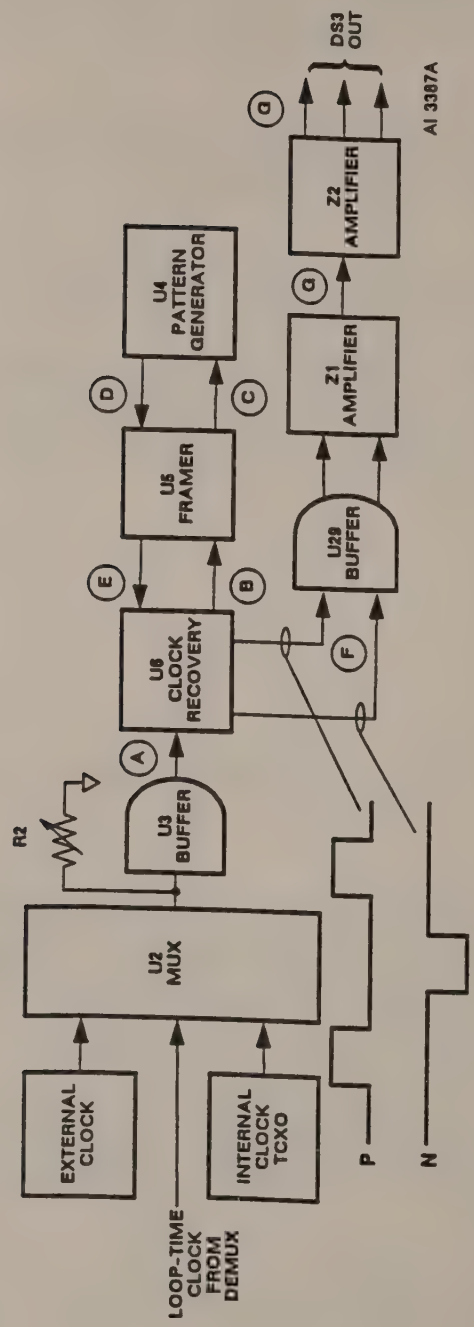
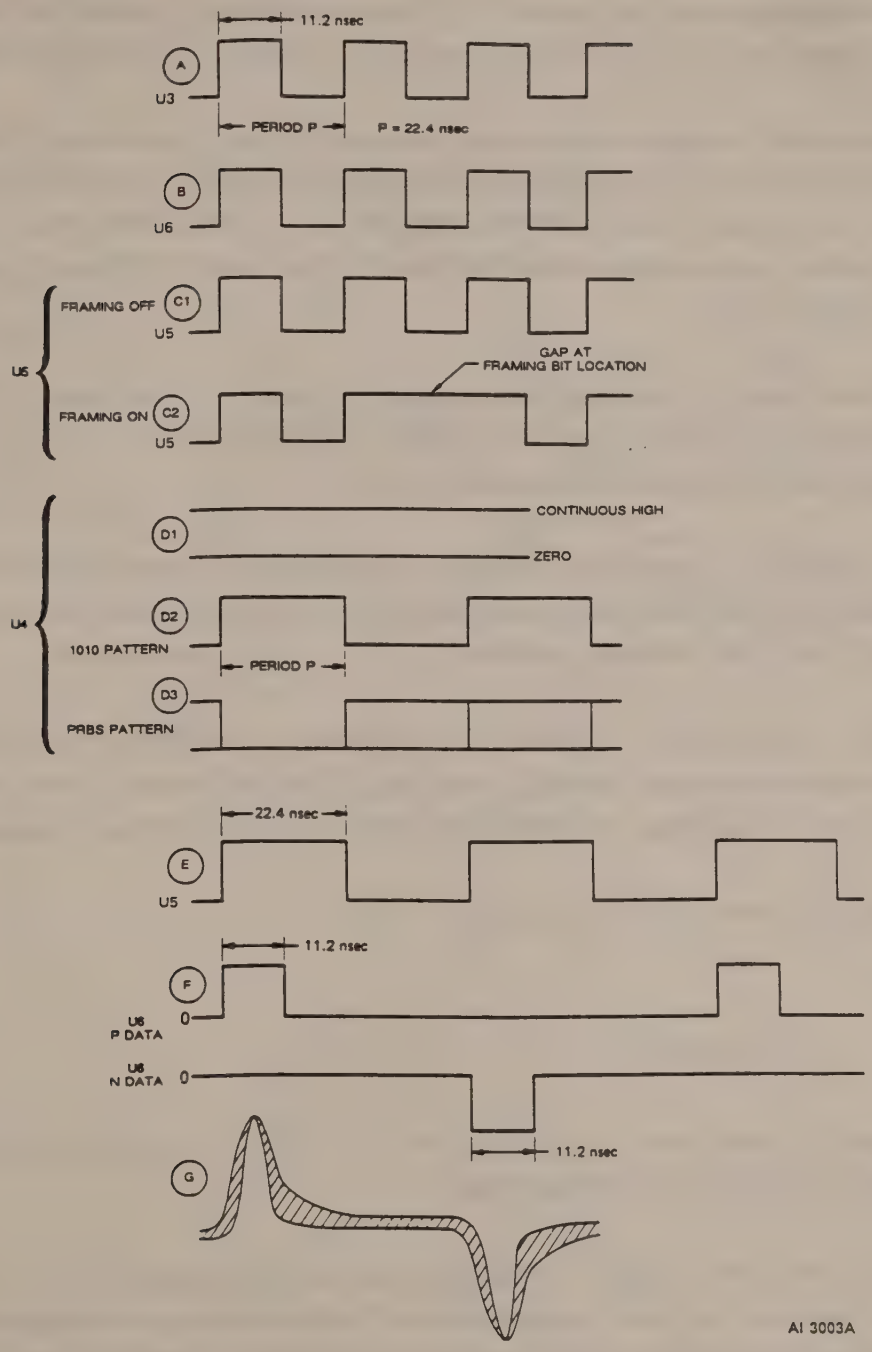

Figure 2.2. Transmitter, DS3 Channel Block Diagram
Figure 2.3. Typical Waveforms, DS3 Channel
Figure 2.2 is a block diagram of the DS3 channel of the transmitter, and Figure 2.3 shows waveforms at different places in the block diagram.
The output of buffer U3, properly adjusted with potentiometer R2, is a 44.736 MHz clock with an approximately 50/50 duty cycle, shown as (A) in Figure 2.3. (Procedures for making this adjustment are given in Chapter 3, Maintenance, Section 3.3.3.2.)
The output of U4 depends on the data pattern the operator has set into the analyzer. A fixed data pattern of all 1s would give you a continuous high output (D), and 1010 data pattern will give you positive-going pulses (D2), and a pseudorandom bit sequence (PRBS) pattern will give you a random positive-going and negative-going pattern similar to the third waveform under D of Figure 2.3. Exactly how the PRBS pattern looks depends on how you trigger the scope.